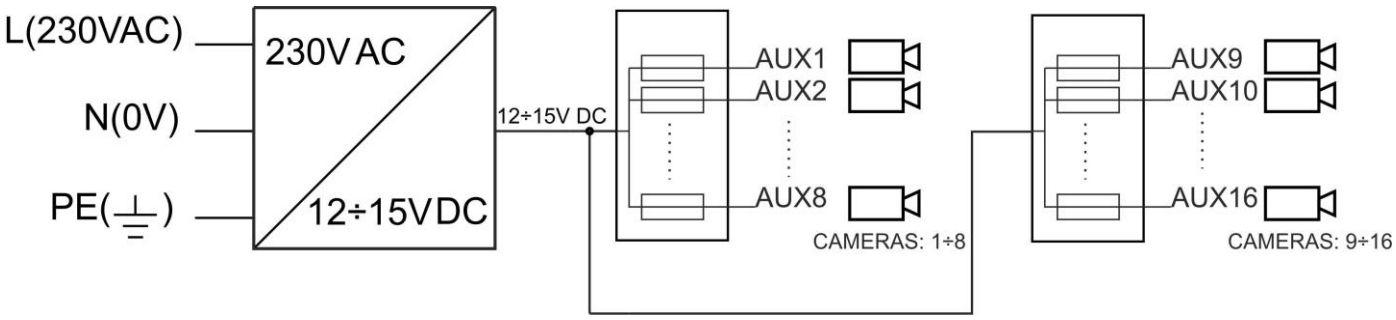

Fig. 1. Schéma fonctionnel de l'alimentation.
1.2. Schéma fonctionnel (fig. 1).